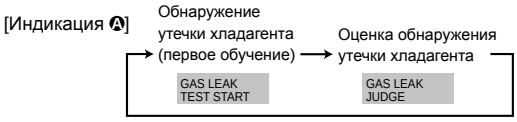

Fig. 8-2
② Нажмите кнопку CLOCK [▽] и выберите [GAS LEAK TEST START] (ЗАПУСК ПРОВЕРКИ УТЕЧКИ ГАЗА). (Fig. 8-2)